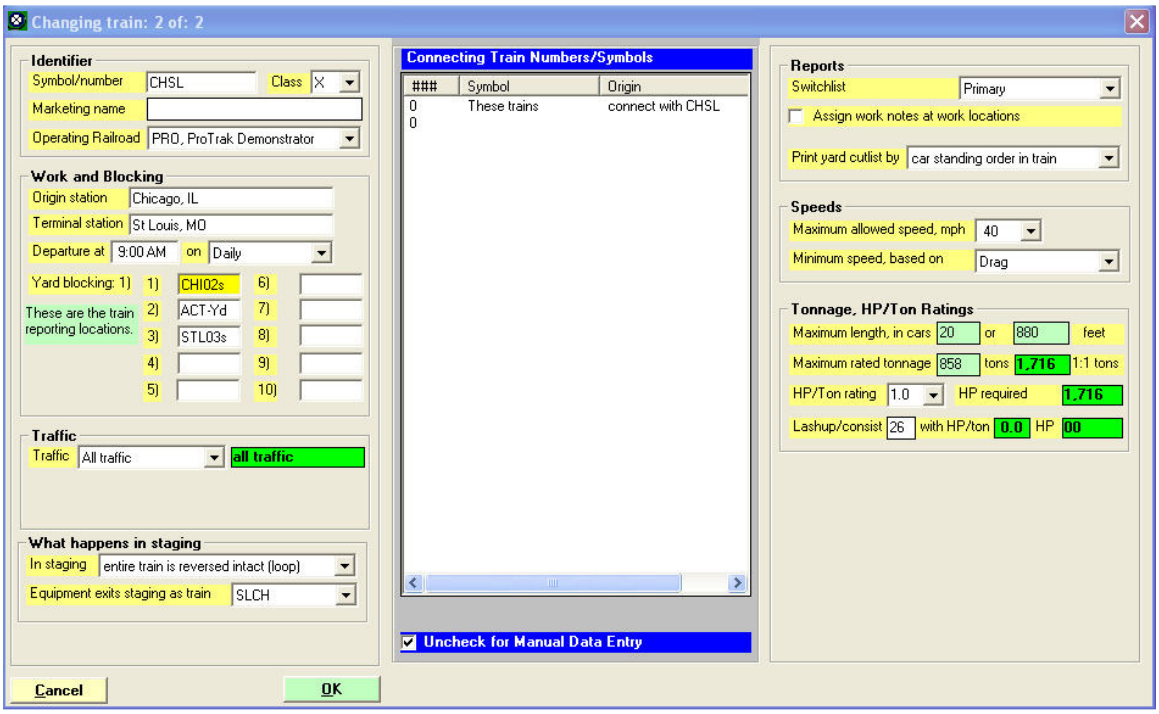

Figure 5-16
6. You've indicated that train "SLCH" gets sent back out of staging as "CHSL". It makes sense then, that we need to make the corresponding change to "CHSL" - in other words to make it come back out of staging as "SLCH". To make this change, repeat steps 2 through 5 only in this case, working with the second train in the list – train "CHSL". The "Equipment exits staging as train" dropdown list should now only show "SLCH" and that is what we'll select. Figure 5-16 shows what that window will look like after we've made the changes.